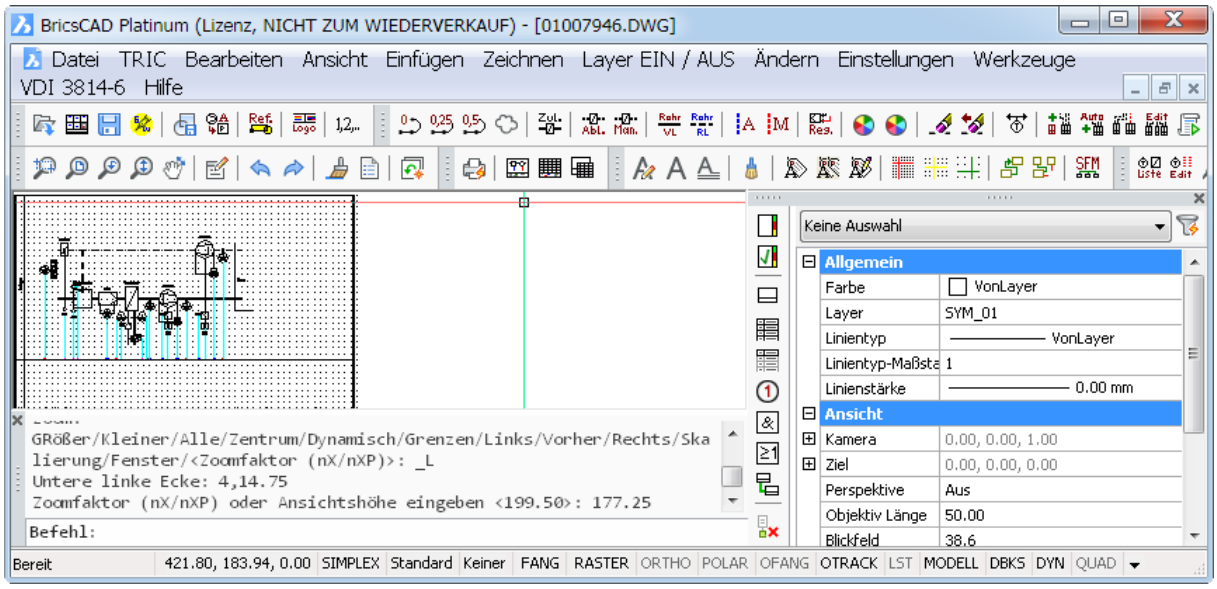

Bild 3.7 – WMF-Screenshot: Extrembeispiel mit zu kleinem Fenster und ungünstigem Seitenverhältnis
- In Bild 3.7 wurde das BricsCAD-Fenster sehr klein gezogen, danach *Datei, WMF Ausgabe Testen* ausgeführt. Das Bild ist nicht nur sehr grob, auch das Seitenverhältnis des Editors ist ungünstig, denn nun entsteht ein breiter, weißer Rand auf der rechten Seite, der mehr als der vollen Breite des Automationsschemas selbst entspricht.